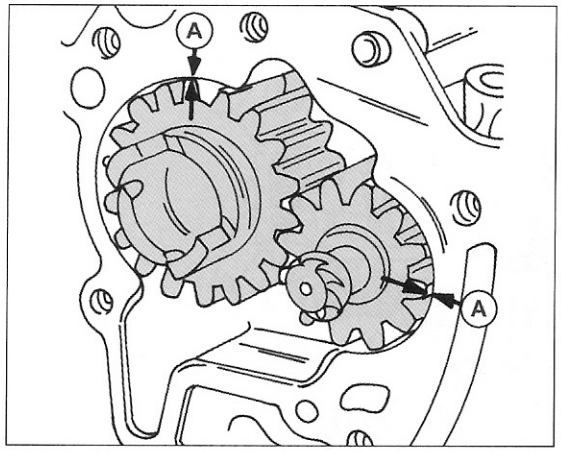

Bild 136
- Den Spalt zwischen der Außenseite der Zähne und der Pumpengehäusebohrung ausmessen. Dazu eine Blattfühlerlehre an Stellen „A" in Bild 136 einschieben, wenn das betreffende Zahnrad in der gezeigten Stellung steht. Falls sich eine Fühlerlehre von mehr als 0,17 mm einschieben lässt, die Pumpenzahnräder oder in schlimmen Fällen das Gehäuse erneuern. Da dies den Aus- und Einbau des Zahnrades (8) in den Montagebildern betrifft, muss das gesamte Gehäuse in eine Motorenwerkstatt gebracht werden, um die Teile erneuern zu lassen. Das Sollspiel liegt zwischen 0,055 und 0,85 mm.